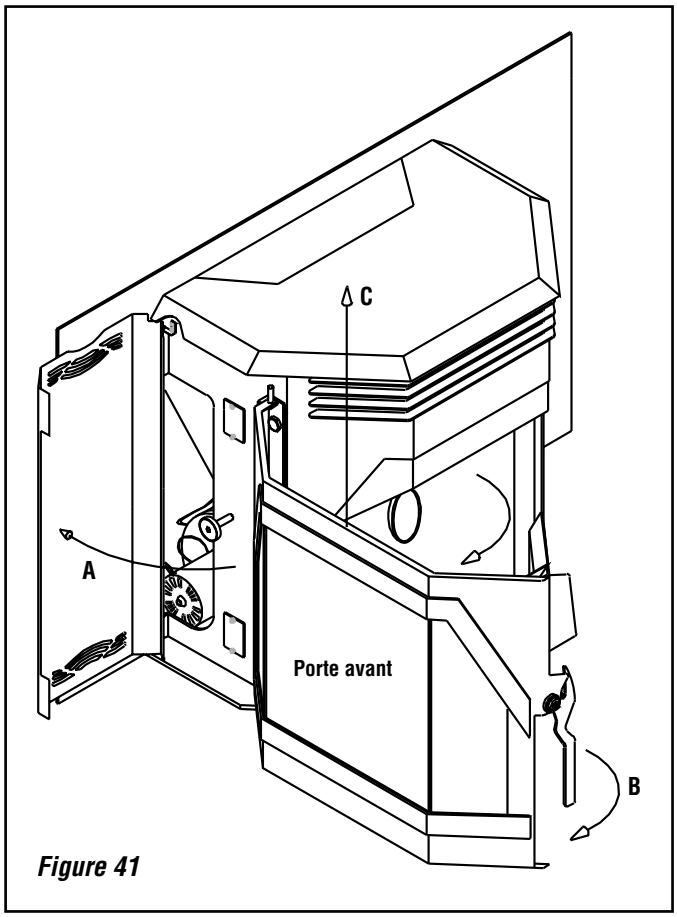

Figure 41
Pour retirer la porte, ouvrir les portes gauche et droite (A). Tirer la poignée B de la porte avant vers soi et ouvrir la porte avant. Soulever la porte avant pour la dégager de ses charnières comme illustré à la ***figure 41*** (repère C). Pour réinstaller la porte, reprendre cette procédure dans le sens inverse.